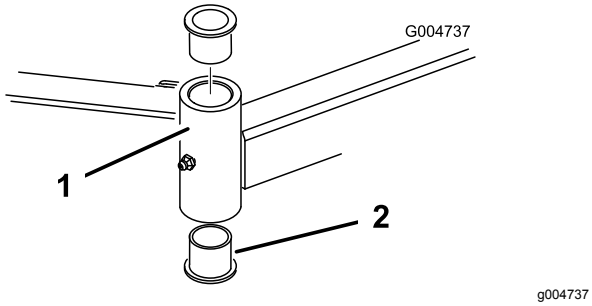

Figuur 74
5. Sla een drevel in de boven- of onderkant van de bevestigingsbuis en tik de lagerbus uit de buis (Figuur 74).